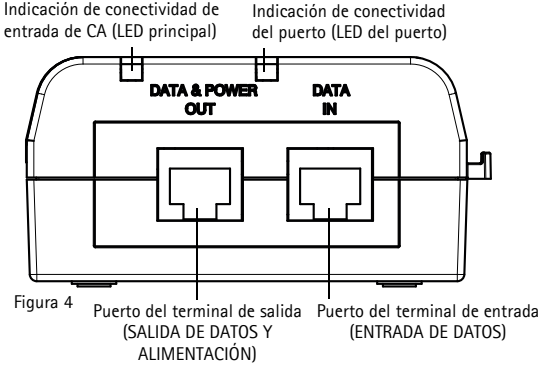

Figura 4
4. Conecte los cables del panel de acoplamiento del interruptor de datos al puerto Ethernet de entrada (ENTRADA DE DATOS). Consulte la Figura 4.
5. Conecte el terminal al puerto del terminal de salida (SALIDA DE DATOS Y ALIMENTACIÓN). Consulte la Figura 4.